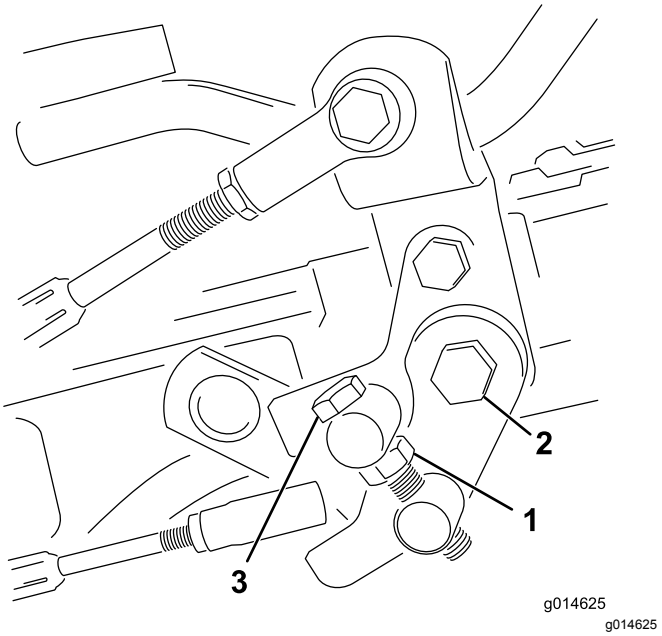

Rysunek 46
1. Poluzuj przeciwnakrętkę na śrubie czopu (Rysunek 46).
4. Dokręć przeciwnakrętkę na śrubie czopu oraz nakrętkę na osi pedału, aby zablokować położenie regulacji (Rysunek 46). Sprawdź efekt regulacji i w razie potrzeby dokonaj korekty.